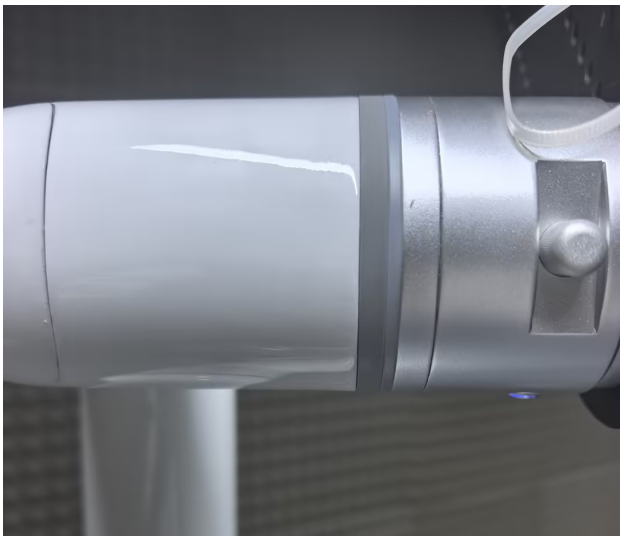

图 3-22: 橡胶环叠加在装饰环上
4. 将塑料装饰环放下，并轻轻地将其叠加在装饰环上。装好后如图 3-22所示。